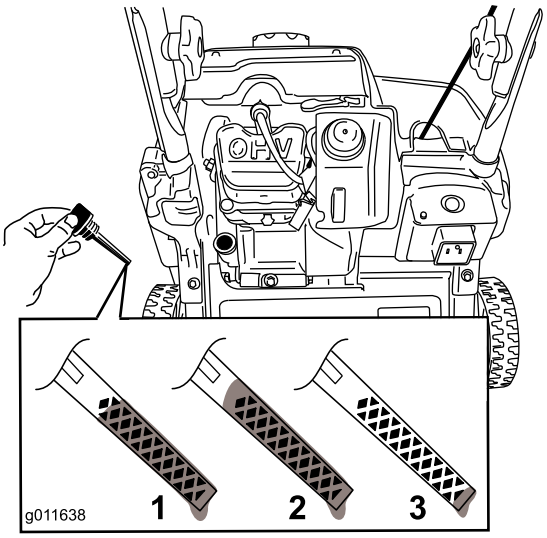

**Rysunek 28**
**Informacja:** Aby ustalić prawidłowy poziom oleju na wskaźniku, patrz Rysunek 28.